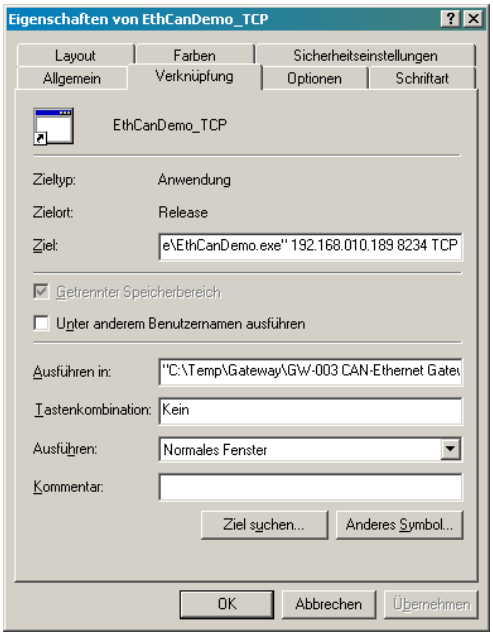

Abbildung 15: Desktop-Verknüpfung für Demo-Programm
2. Die zweite Möglichkeit besteht im Anlegen einer Verknüpfung auf dem Desktop, wie in Abbildung 15 dargestellt ist. Gehen sie dazu auf den Desktop und legen eine neue Verknüpfung an. Anschließend richten Sie den Zielpfad auf das Arbeitsverzeichnis aus, in dem das ausführbare Programm liegt.